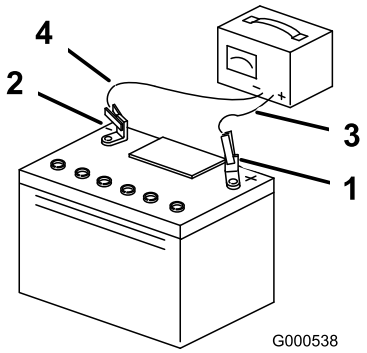

Figur 45
3. När batteriet är fulladdat ska laddaren kopplas bort från eluttaget först, och sedan ska laddningskablarna lossas från batteripolerna (Figur 45).